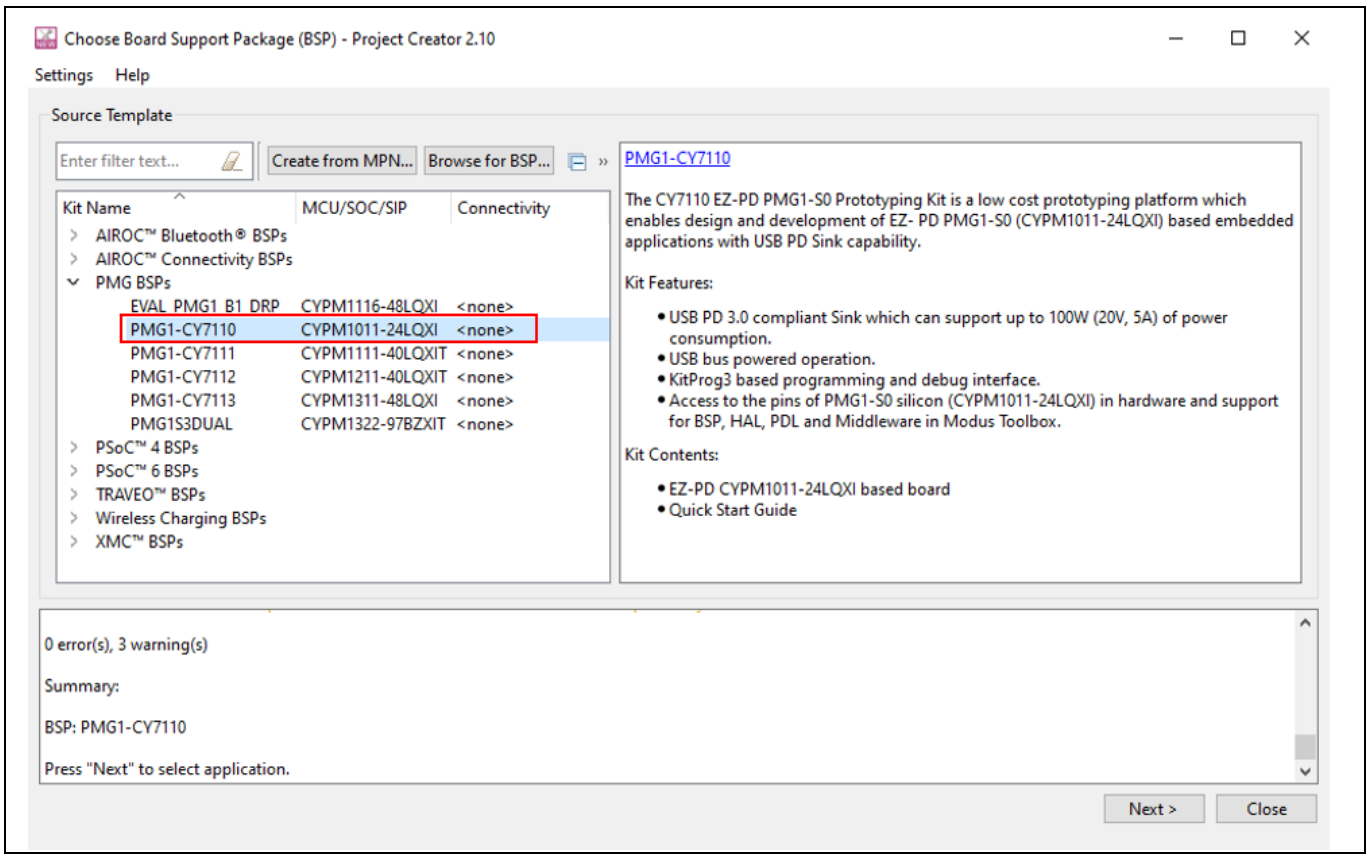

Figure 10　ターゲット ハードウェアの選択
3. Choose Board Support Package (BSP) ダイアログで、キット名を選択します。例えば、PMG1-S0 の場合は、PMG1-CY7110 を選択します。Figure 10 を参照してください。